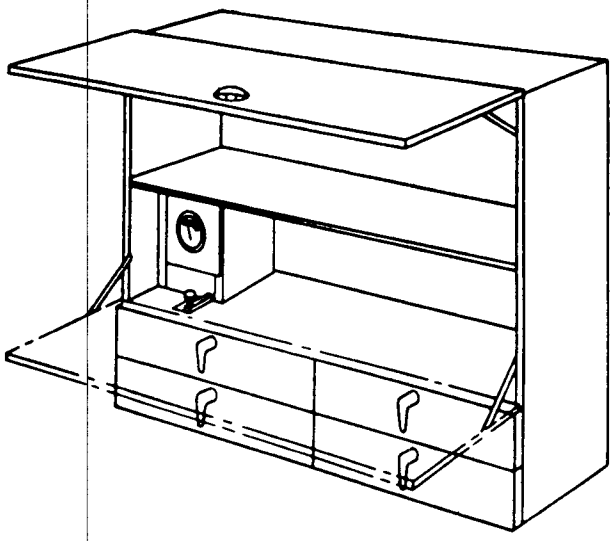

*Figure 21. Utility cabinet assembly.*
*h. Utility Cabinet Assembly* (fig. 21). This assembly is mounted on top of the equipment-cooling cabinet assembly. The utility cabinet assembly provides a convenient place for storing non-built-in test equipment and other material.